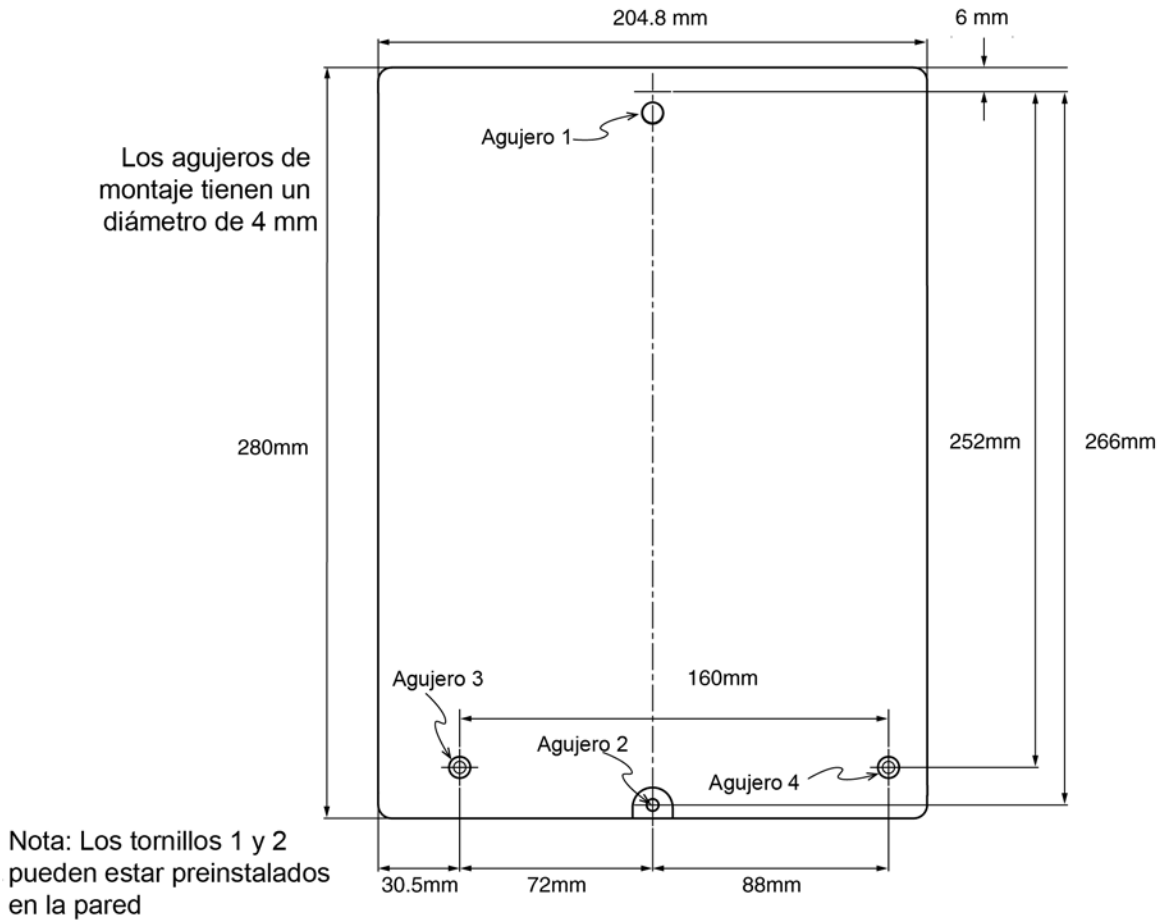

Figura 3-3: Dimensiones del agujero de montaje
5. Coloque el FAAST FLEX en su lugar sobre el tornillo de montaje en el agujero 1 (Figura 3-3) , y deslícelo hacia abajo en su lugar.